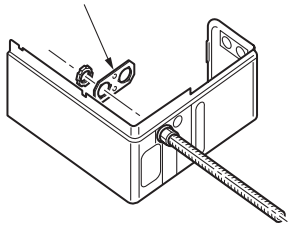

Fig. 6-2
6.1. Unidad exterior (Fig. 6-1, Fig. 6-2)
① Extraiga el panel de servicio.
② Tienda los cables de acuerdo con la Fig. 6-1 y Fig. 6-2.